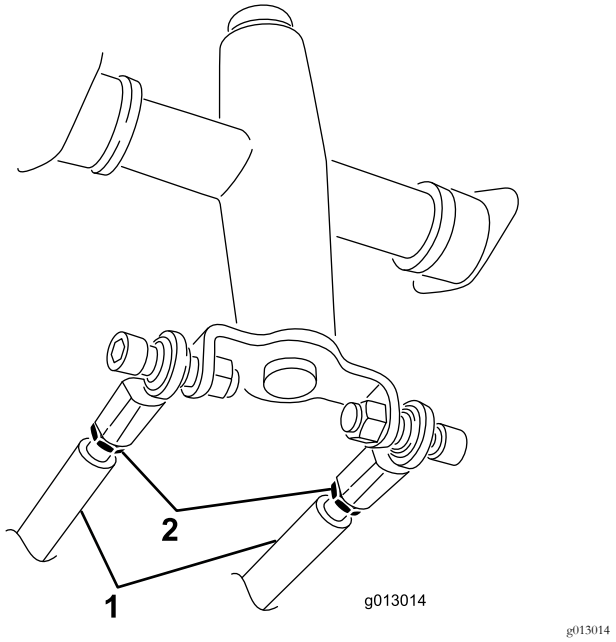

Figuur 57
3. Draai de contramoeren op de tractiestangen onder het bedieningspaneel los (Figuur 57).